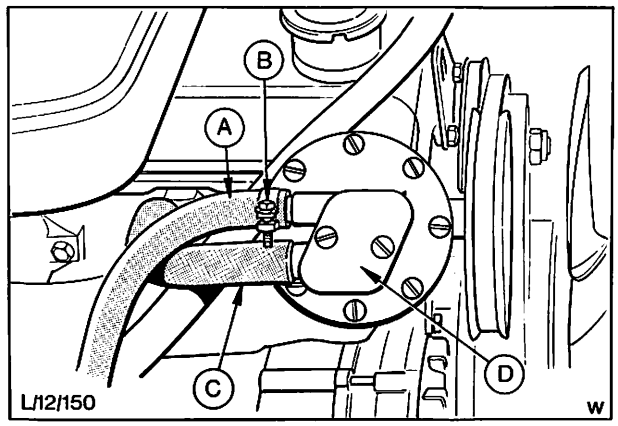

Abb. 17a A = Versorgungsschlauch
2. Schlauchschelle vom Versorgungsschlauch lösen und diesen von der Vacuumpumpe abziehen, Abb. 17a.
3. Unterdruckschlauch von der Pumpe abziehen. **Beachte:** Dieser Schlauch ist ohne Schlauchschelle befestigt. Die Benutzung einer Schelle ist auch nach Wiedereinbau des Schlauches nicht erforderlich, Abb. 17a.